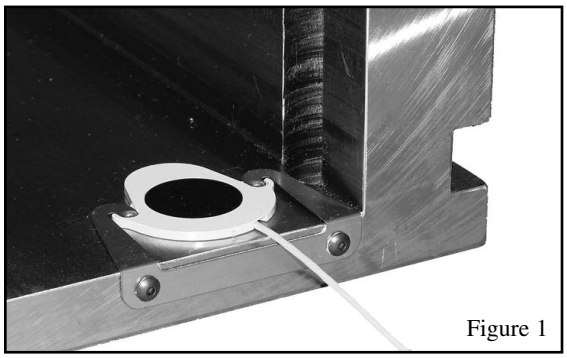

Figure 1
a. with the mounting clip from the side of the mold base (Fig. 1)
7. When using the Mounting Clip, slide the Thinswitch under the clip as shown in Figure 1. Switch should snap securely into place.